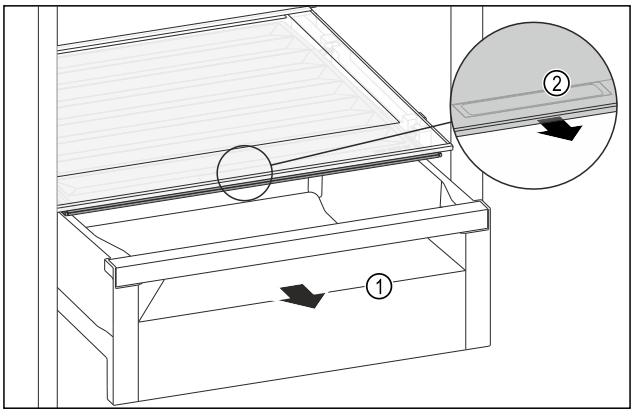

Fig. 156
▶ Retirer le tiroir *Fig. 156 (1)*.
▶ Saisir la poignée encastrée *Fig. 156 (2)* du couvercle du compartiment et tirer le couvercle du compartiment par l'avant.